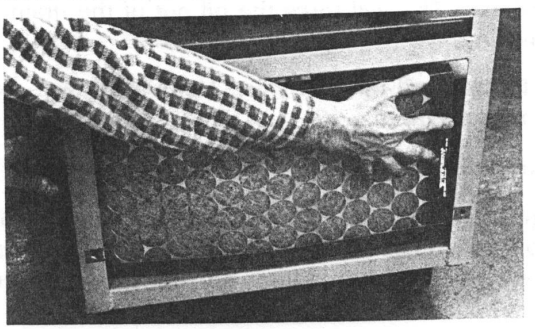

Figure 6-3.
2. Remove filter and reinstall so that clean end of filter is on the fan side (Figure 6-3).